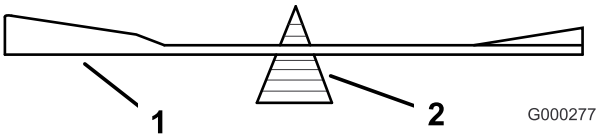
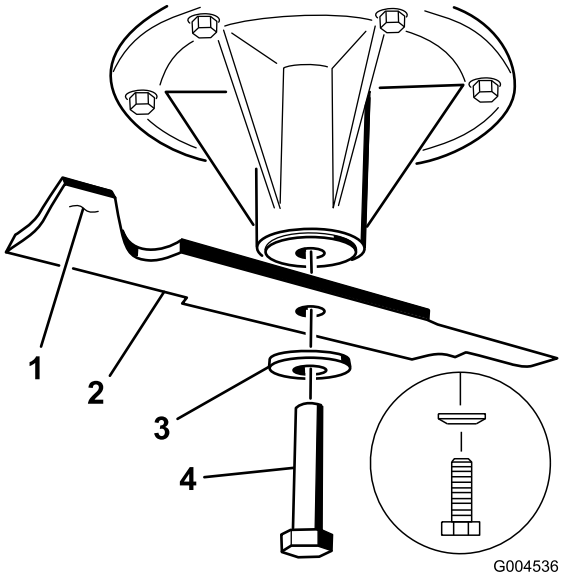

Figur 87
Figur 88
2. Fjern knivbolten, bueskiven og kniven fra spindelakselen (Figur 88).
2. Sjekk knivens balanse ved å legge den på en balanseringsinnretning (Figur 87). Hvis kniven holder seg i horisontal stilling, har den riktig balanse og du kan bruke den. Hvis kniven ikke er i balanse, files litt av metallet på enden av vingeområdet bort (Figur 88). Fortsett med dette helt til kniven er balansert.
1. Monter kniven på spindelakselen (Figur 88).
2. Monter bueskiven og knivbolten. Bueskivekonusen må installeres mot bolthodet (Figur 88).